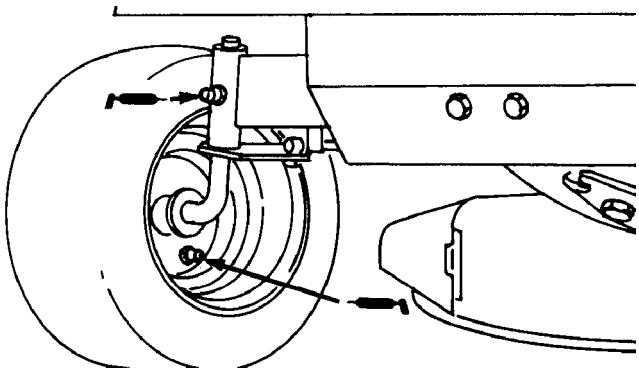

Bild 15
1. Fetten Sie die Vorderräder und Lenkspindeln, bis das Fett beginnt, aus den Lagern auszutreten (Bild 15).